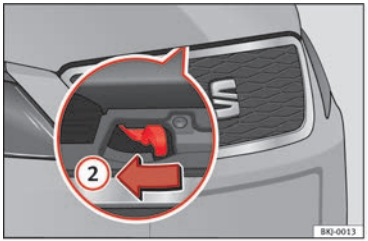

Fig. 8 Lever under the bonnet.
- To lift the bonnet, press the lever under the bonnet, in the centre, towards the left ››› **Fig. 8** (2). The arrester hooks are released.